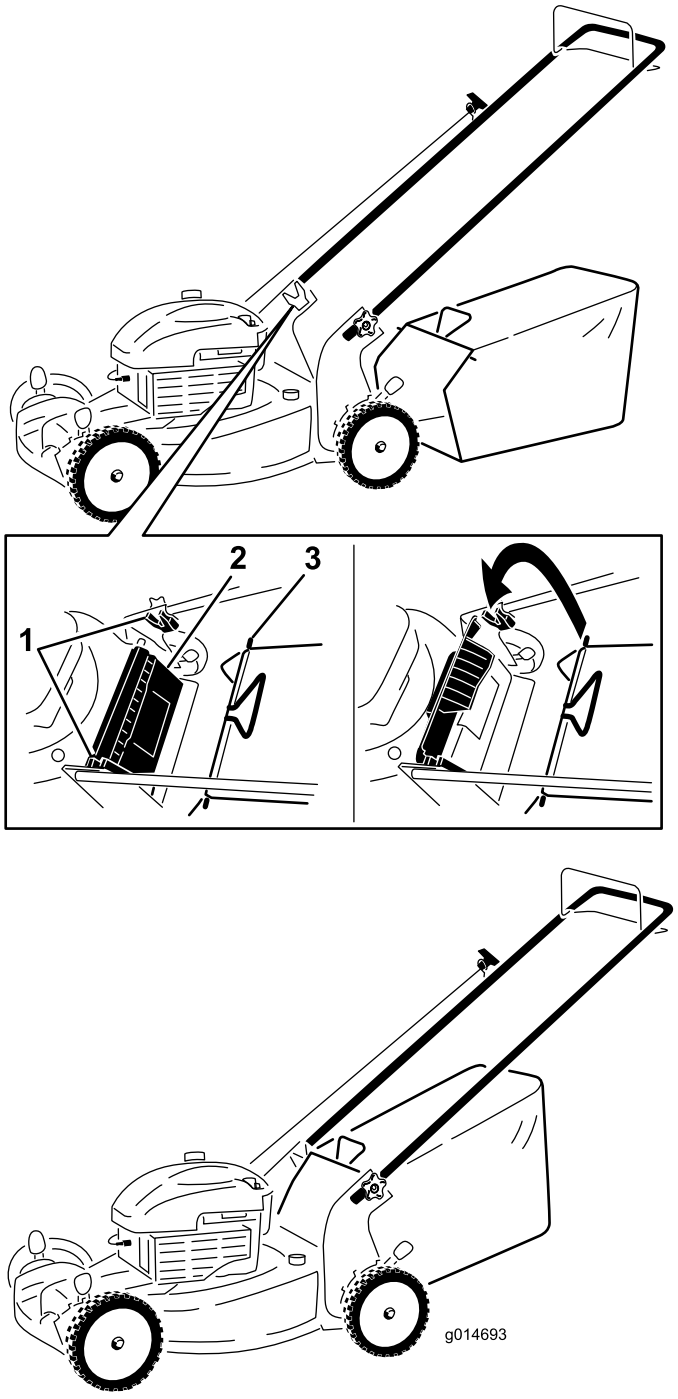

Figur 13
1. Løft den bageste deflektor, og hold den oppe (Figur 13).
2. Monter græsposen, og sørg for, at tapperne på posen sidder i hakkerne på håndtaget (Figur 13).